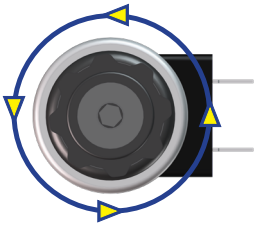

Fig.36
5. Be sure to turn the manual override set screw on the valve back to the counterclockwise position after extending or retracting the landing gear or leveling jack **(Fig.36)**.